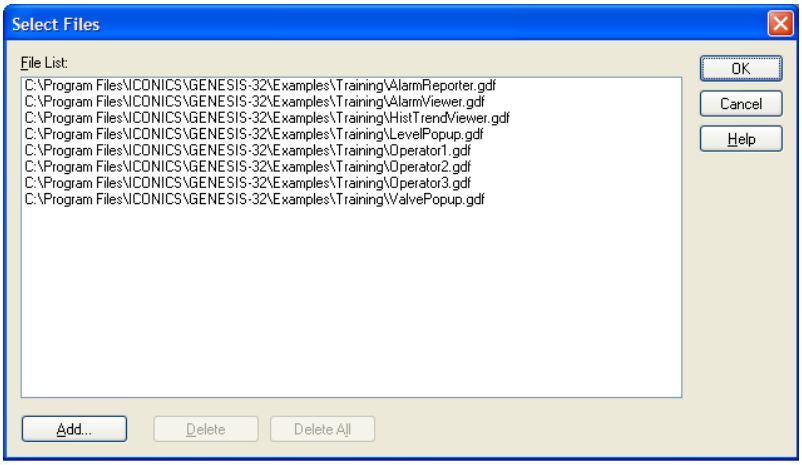

Figure L5.3: Select Multiple Files
3. Choose **Multiple Files,** click the button, and add all your Acme displays to the list, as shown in **Figure L5.3,** and click **OK.**